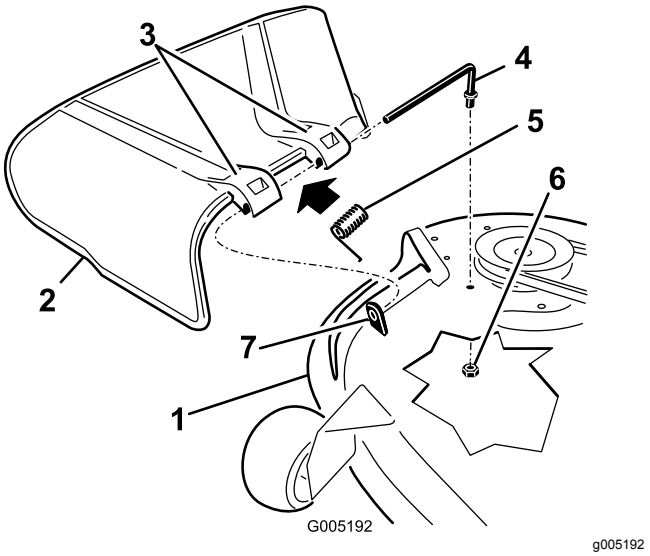

Figura 67
1. Remova a porca (⅜ pol.) da barra debaixo do cortador (Figura 67).
2. Deslize a barra para fora da parte saliente curta, da mola e do defletor de relva (Figura 67).
4. Substitua o defletor de relva (Figura 67).
7. Faça deslizar a barra pelo segundo suporte do defletor de relva (Figura 67).
9. Fixe a extremidade traseira da barra ao cortador com uma porca (⅜ pol.), como se mostra na Figura 67.